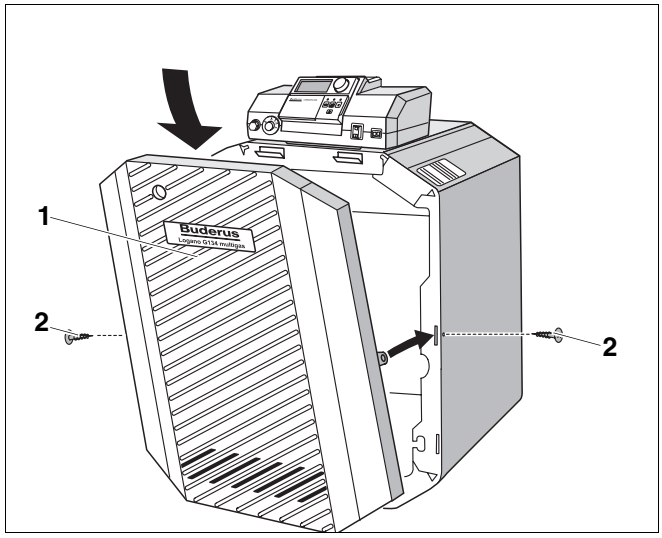

Rys. 34 Montaż przedniej ścianki kotła
- Zawiesić od przodu przednią ściankę kotła (rys. 34, **poz. 1**).
- Wkręcić śruby zabezpieczające (rys. 34, **poz. 2**) po lewej i prawej stronie w ścianki boczne.